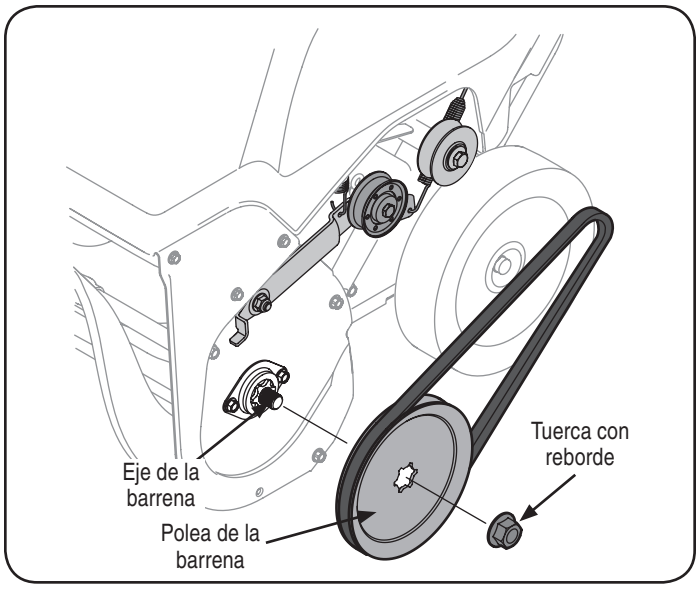

Figura 20
5. Extraiga la tuerca de brida que sujeta la polea de la barrena al eje de la barrena. Vea la Figura 20.